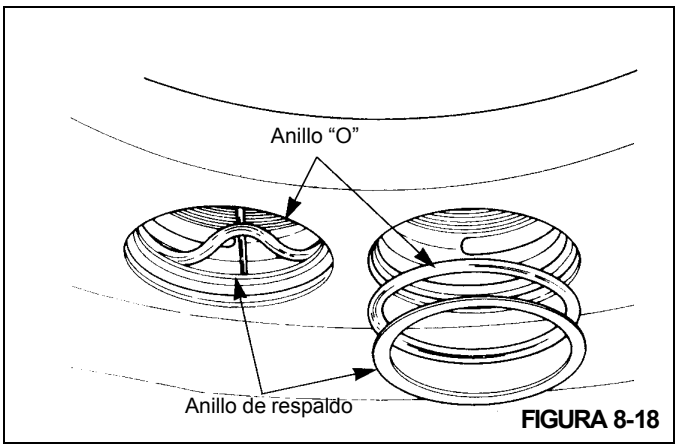

FIGURA 8-18
10. Retire y bote el anillo “O” y los anillos de respaldo. Consulte la (Figura 8-18).